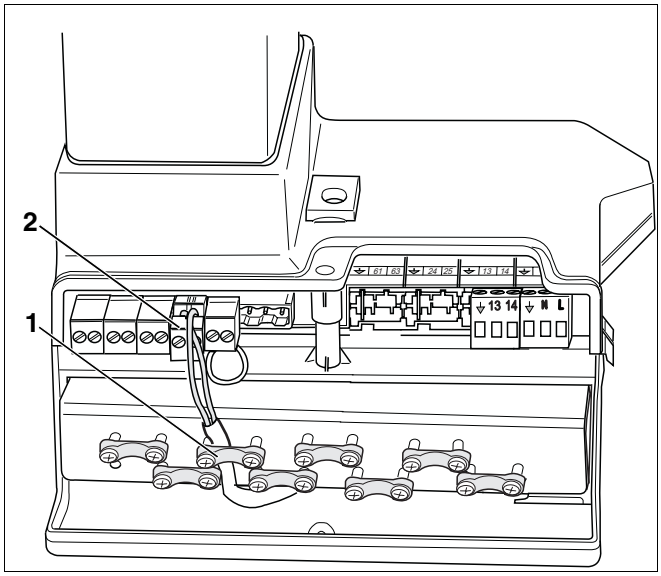

Rys. 8 Demontaż wtyczki przewodu czujnika temperatury ciepłej wody
- Wyjąć wtyczkę przewodu czujnika temperatury ciepłej wody (rys. 8, **poz. 2**), ciągnąc za wtyczkę w listwie zaciskowej.
- Uwolnić przewód czujnika temperatury ciepłej wody z wtyczką (rys. 8, **poz. 2**) z mechanizmu odciążenia naciągu (rys. 8, **poz. 1**) i wyjąć z podstawy UBA.
- Odłożyć przewód czujnika ciepłej wody z wtyczką (rys. 8, **poz. 2**) na zasobnikowym podgrzewaczu c.w.u.
- Włożyć wtyczkę przewodu czujnika temperatury ciepłej wody do gniazdka przyłączeniowego na listwie zaciskowej (rys. 8, strona 20).